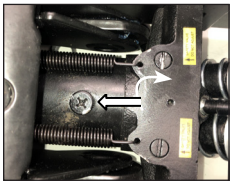

fig 4.
c. Remove fluid filler plug (fig.4). Hydraulic fluid level should be visible at the oil filler hole approx 12 mm below fluid filler, top as required.